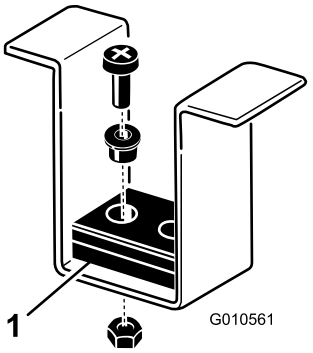

Figur 10
8. Kontroller at de fremre klippehøydestengene hviler som de skal på rammeputene (Figur 10). Hvis stengene ikke hviler som de skal, sett én eller flere mellomlegg under puten for å heve den til riktig posisjon.